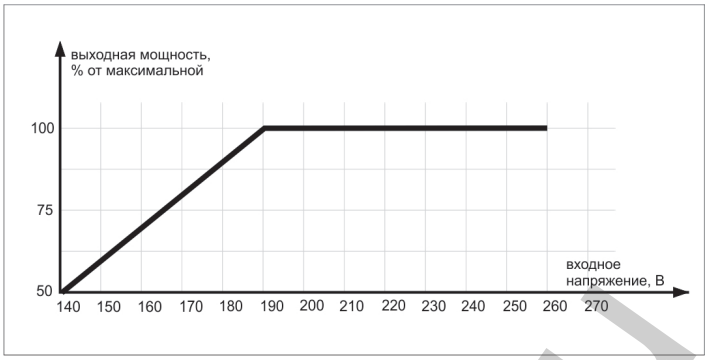

Рис. 2. График зависимости выходной мощности стабилизатора от входного напряжения.
* Расчёт мощности произведён для работы стабилизатора при входном напряжении более 190 В. Если напряжение ниже 190 В, необходимо учитывать поправку согласно рис.2.